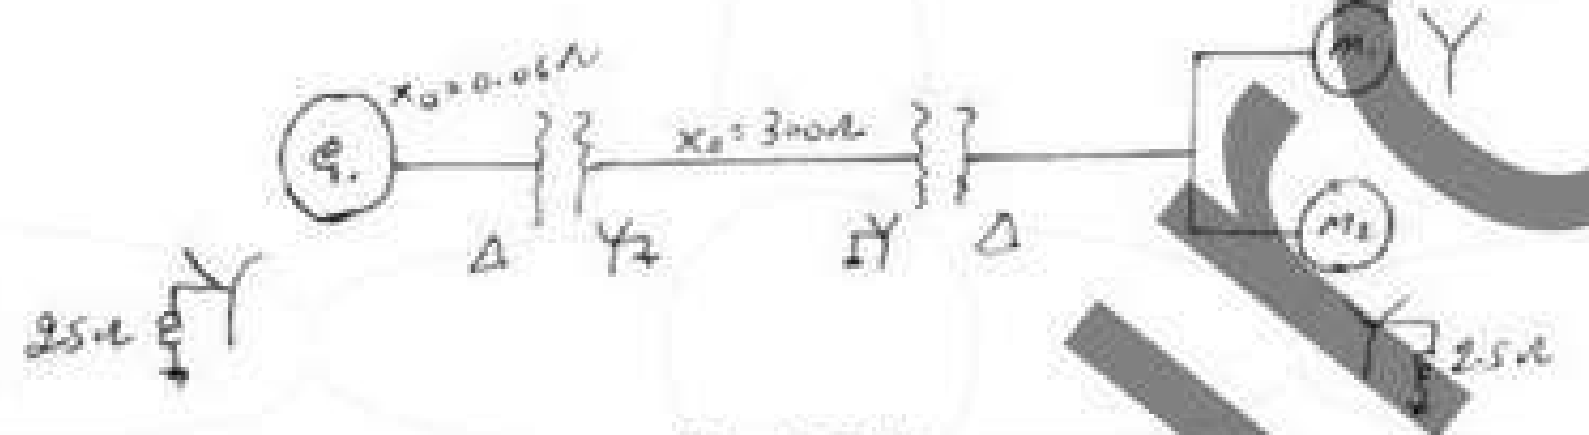

Fig.Q7(b)
b. A 25MVA, 11KV, 3ϕ generator has a subtransient reactance of 20%. The generator suppliers 2 motor over transmission lines with transformer at both ends as shown in Fig.Q7(b). The motors have rated input of 15 MVA and 7.5MVA, both 10 KV, with 25% subtransient reactance. The 3ϕ transformer are both rated 30MVA, 10.8/121KV, ΔY, with leakage reactance of 10% each. The series reactance of the line is 100Ω. Calculate the fault current when a LG fault occurs at F. The motors are loaded to draw 15 MVA and 7.5MVA at 10KV and 0.8pf leading. Assume that negative sequence reactance is equal to positive sequence reactance. The zero sequence reactance are marked in the Fig.Q7(b). **(10 Marks)**